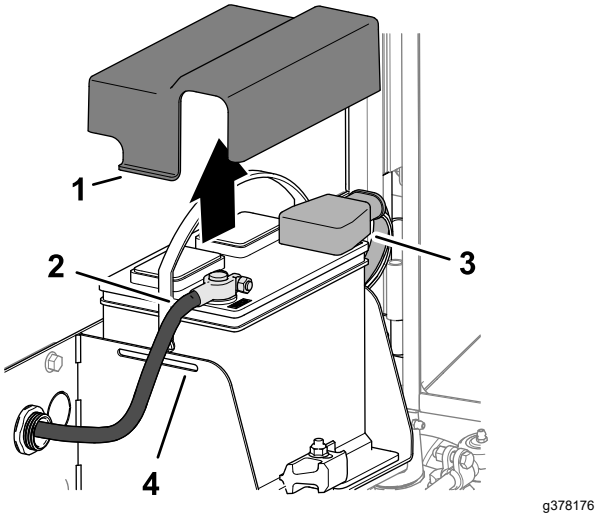

Figura 127
3. Apăsai pările laterale ale capacului bateriei i îndepărtai capacul de pe compartimentul bateriei (Figura 127).